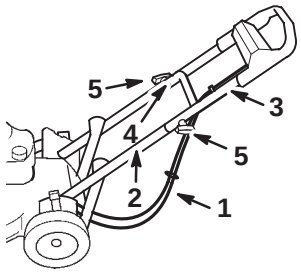

Figura 4
6. Accertatevi che i cavi siano disposti sotto e dietro la sezione della stegola inferiore come illustrato in Figura 4.